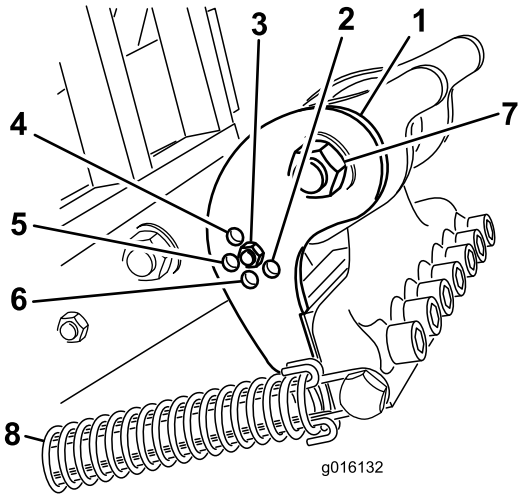

**Figur 34**
Velg stilling for skråstillingsbraketten (Figur 34) etter ønsket pipelengde. Stoppehodet er stilt inn til én av fem forhåndsbestemte stillinger ved å velge det hullet der justeringsstangen er boltet gjennom. Disse hullene er kun forhåndsinnstilte. Dvs. at ved å bruke en 2,5 cm lang pipe i en stilling på 3,6 cm, kan du oppnå en jevnere overflate, avhengig av bruksområdet.
3. Løsne fjærspenningen ved pipehodet (Figur 34).
4. Fjern mutteren og bolten i justeringshullene i skråstillingsbraketten (Figur 34).